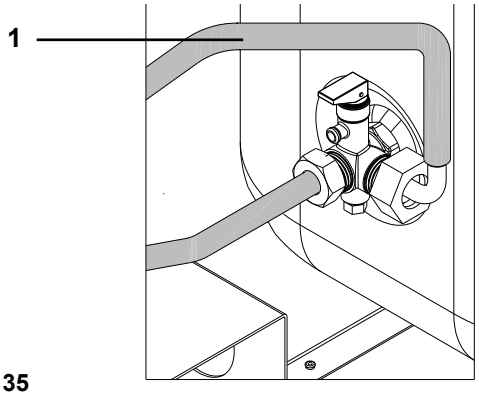

fig. 35
Collegare la rampa ingresso acqua (1) di rete alla valvola di sicurezza (fig. 35)